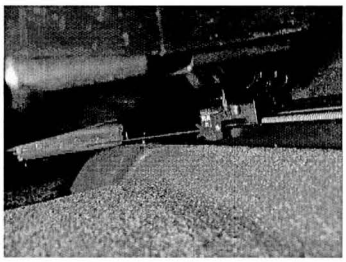
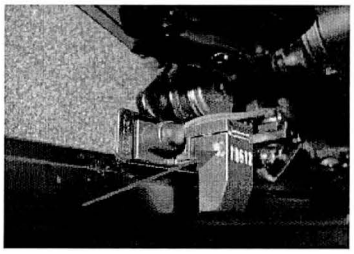

Figure 9
Figure 10
If the vehicle is not already listed as repaired in the "Repair history" (in Elsa Pro), check for the campaign identification mark which is a yellow paint mark on the right hand proximity sensor (Figure 9) and left hand seat proximity sensor (Figure 10) if the paint marks are not visible please carry out the required work in accordance with these instructions.
3. To confirm the following tasks *(a to c)* have been conducted or replaced as part of this procedure place a yellow confirmation mark on both proximity sensors as shown in Figure 9 (right) and 10 (left)